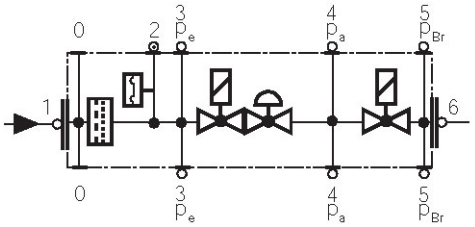

Fig. 45
- Cambiar el filtro cuando Δp entre las tomas de presión 1 y 3 sea > 10 mbar (Fig. 45).
- Cambiar el filtro cuando Δp entre las tomas de presión 1 y 3 (Fig. 45) sea dos veces mayor que el valor registrado durante el último control.